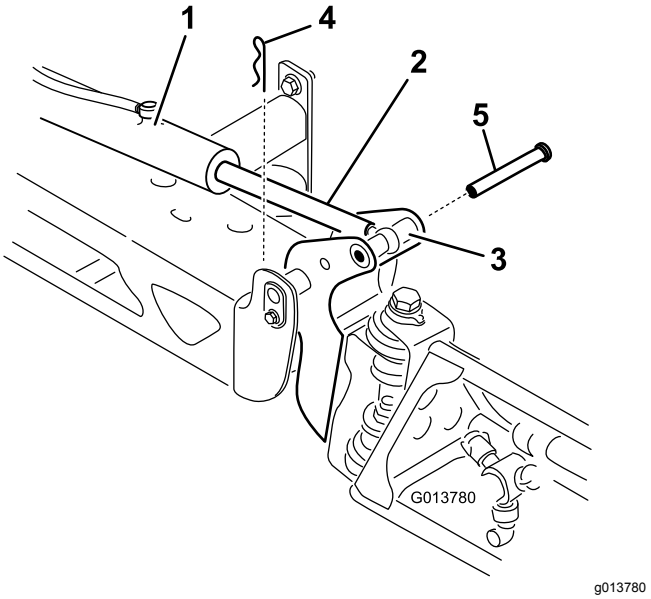

Рисунок 65
2. Извлеките шплинт из оси поворота (Рисунок 65).
3. Поднимите стрелу, извлеките штифт (Рисунок 65) и медленно опустите стрелу на землю.
7. Удерживая стрелу, проденьте штифт сквозь ось поворота стрелы и шток привода (Рисунок 65).